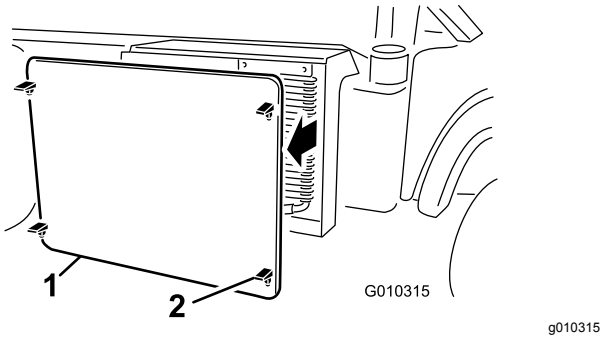

Figura 52
5. Sganciate e togliete la griglia del radiatore dalla parte anteriore del radiatore (Figura 52).